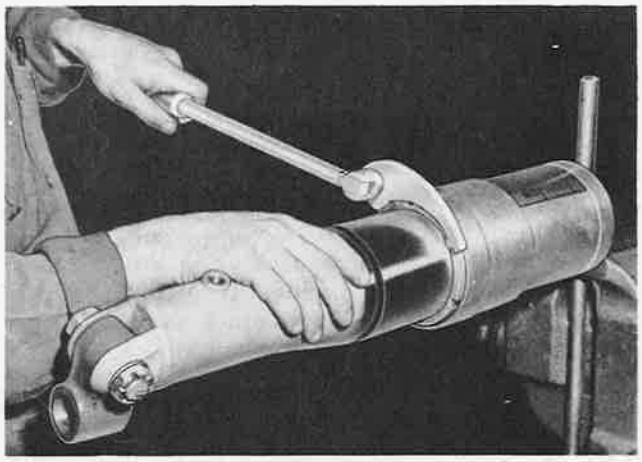

Figure 403—Use of Tail Wheel Shock Absorber Strut Packing Nut Spanner Wrench (Service Tool No. K26413)
d. Remove the packing adjusting nut from the cylinder by using service tool No. K26413 (figure 403). Use care to avoid scratching the chrome-plated portion of the piston.
a. If fluid leakage occurs at the packing gland, as shown by fluid seepage or by air bubbles when soapy water is applied, tighten the packing gland nut firmly but not excessively. The air pressure must be released from the strut before the packing can be tightened properly. Tighten the packing gland nut with service tool No. K26413 (figure 403). After the packing gland nut is tightened, check the fluid level in the strut and follow preceding instructions for inflating the strut to the proper level.
(1) Remove the shock strut as instructed in paragraph 13.*c.*(6)*(b)* preceding.
(2) Release the air pressure in the strut by backing off the filler plug. When all of the air pressure has been released, remove the filler plug.
(3) Pour hydraulic fluid from strut.
(4) Remove the packing gland nut by using service tool No. K26413 (figure 403).